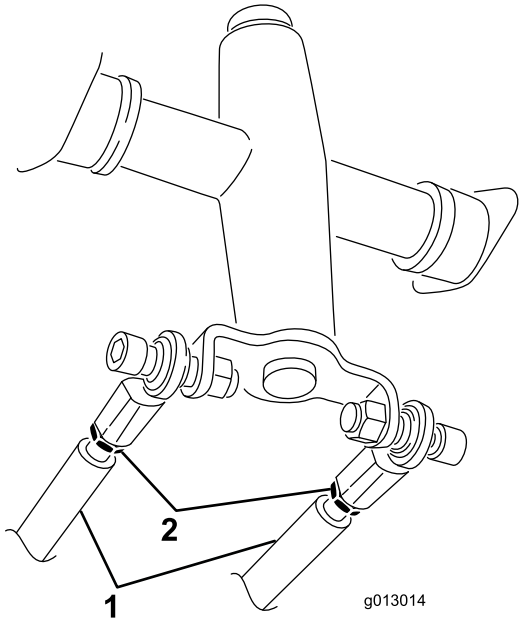

Figuur 52
3. Draai de contramoeren op de tractiestangen onder het bedieningspaneel los (Figuur 52).